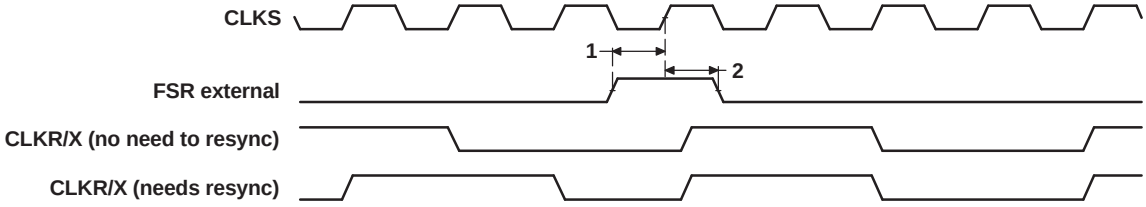

**Figure 6-35. FSR Timing When GSYNC = 1**
**Table 6-62. Timing Requirements for FSR When GSYNC = 1 (see Figure 6-35)**